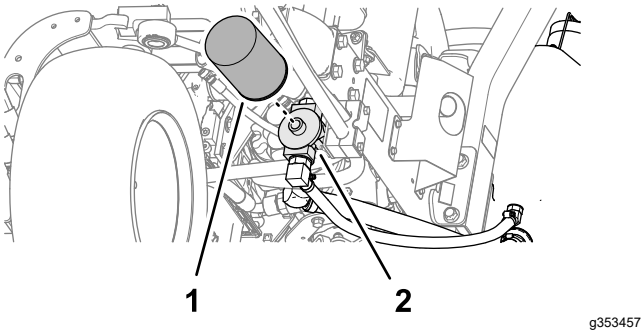

Figur 88
2. Rengør omkring det område, hvor filteret monteres. Anbring en dræningsbakke under filteret (Figur 88), og fjern filteret.